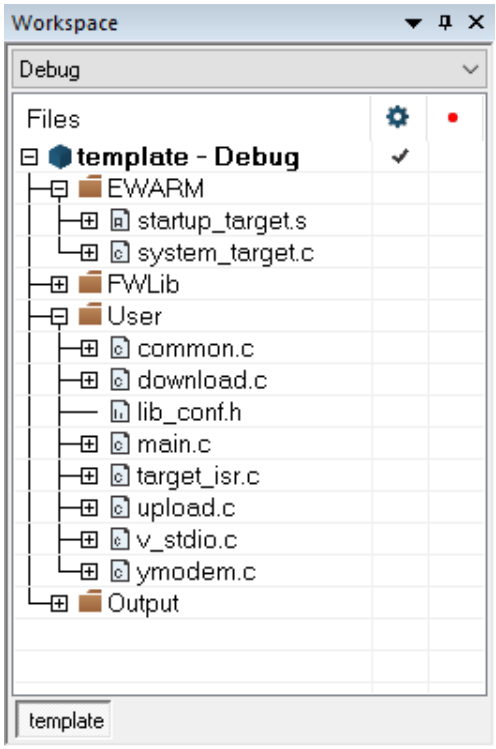

Figure 5. IAP driver directory structure
The IAP in the routine is a folder containing a series of subdirectories, as shown in Figure 5.
4. Press 1 and use the YMODEM protocol to download the application (as shown in Figure 5).